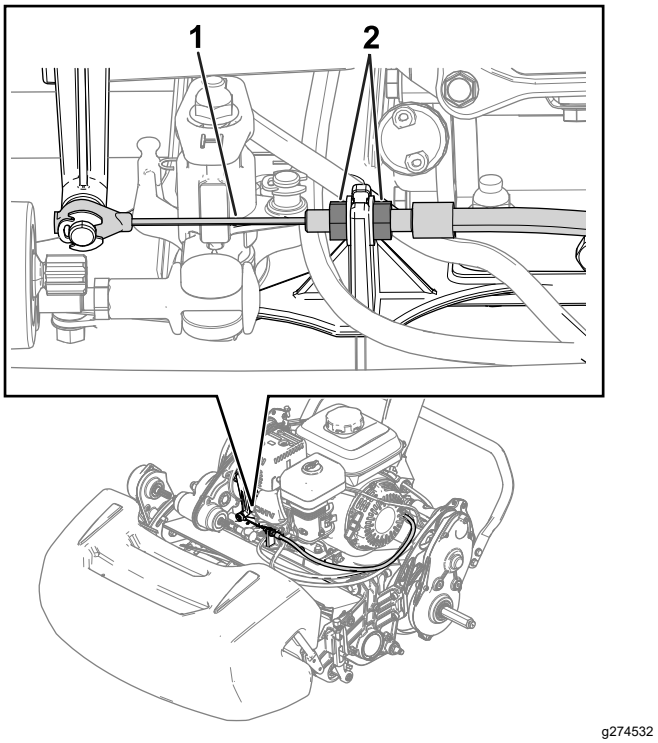
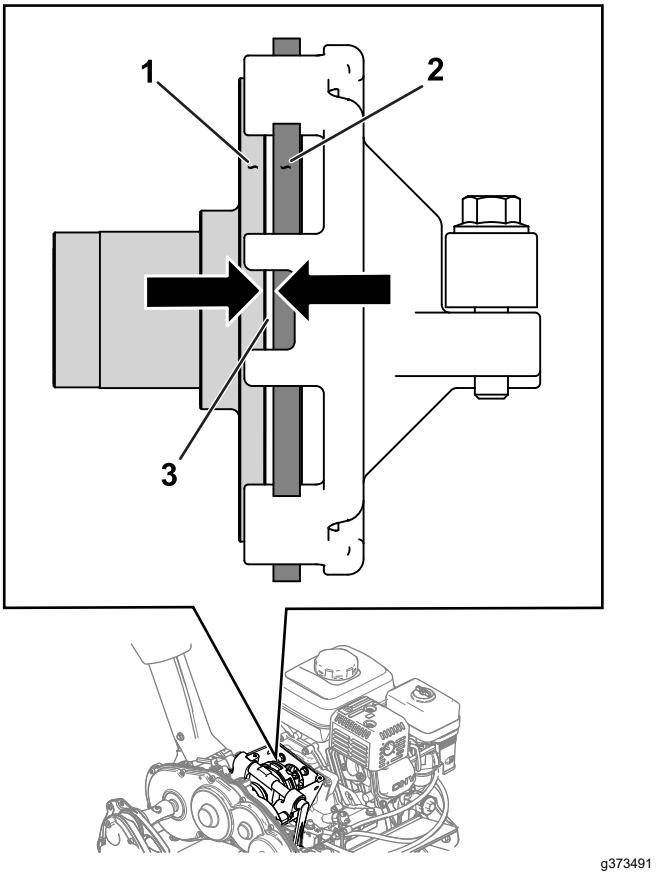

Figuur 34
Figuur 35
2. Maak de contramoeren los en stel de tractiekabel (Figuur 34) in zodat er een speling van 1,1 mm is tussen de frictieschijf en de drukplaat (Figuur 35).